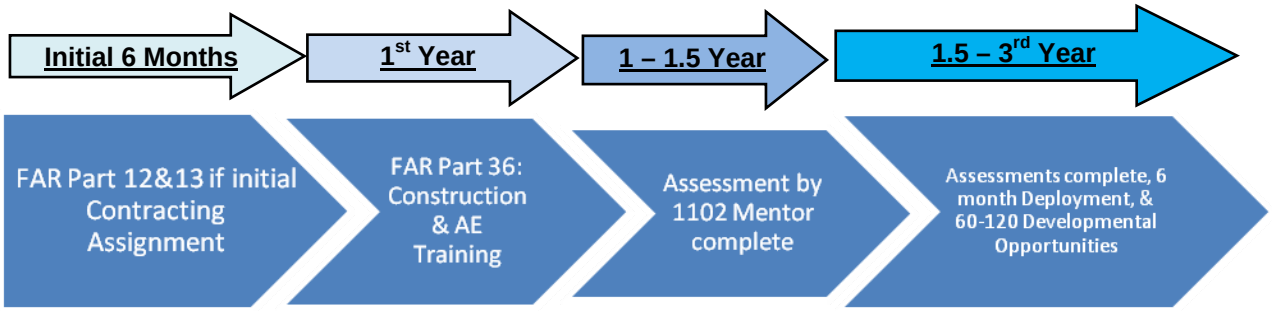

Figure 1-1. USACE 51C Training and Developmental timeline.
8. **Timeline**. Figure 1-1 shows a standard timeline of a 51C in USACE for a two to three year assignment. End state is to build the 51C with the unique USACE skill set that does not exist in the standard Army model.